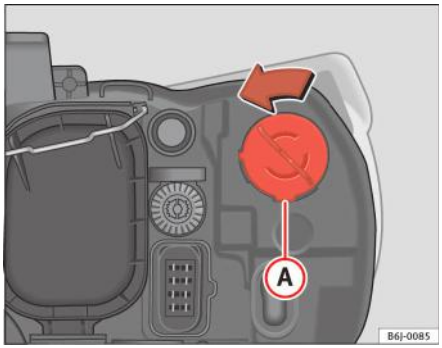

Fig. 133 Lampa de semnalizare a schimbării direcției
– Rotiți soclul lămpii ⇒ fig. 133 (A) în sens antiorar şi trageți-l în afară.